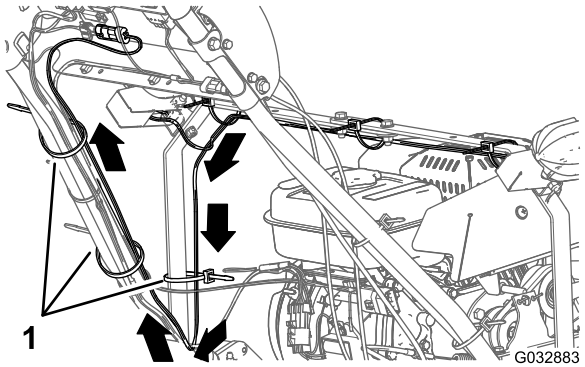

Figure 13
1. Acheminez le faisceau de l'éclairage à LED le long du support gauche et jusqu'au tube gauche du guidon (Figure 13).
2. Acheminez le faisceau de câblage vers le haut le long du tube gauche du guidon jusqu'au panneau de commande (Figure 13).
3. Fixez le faisceau au support d'éclairage gauche et au tube de guidon avec 3 serre-câbles, comme montré à la Figure 13.